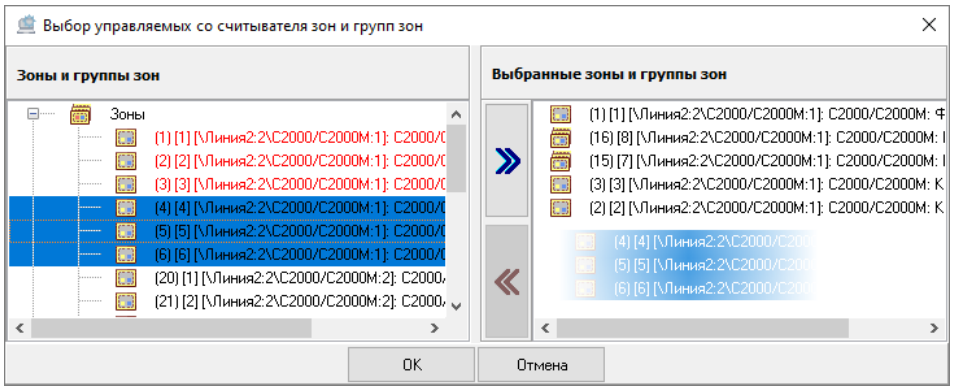

Рисунок 6-401 Выбор нескольких зон и групп зон в качестве управляемых со считывателя перетаскиванием
– выделите одну или несколько зон/групп зон в поле «Зоны и группы зон» (для выделения сразу нескольких зон/групп зон нажмите на клавиатуре и удерживайте клавишу <Shift> для выбора диапазона или клавишу <Ctrl> для комбинированного выбора) и перетащите выделенные зоны/группы зон в поле «Выбранные зоны и группы зон» (см. Рисунок 6-401);